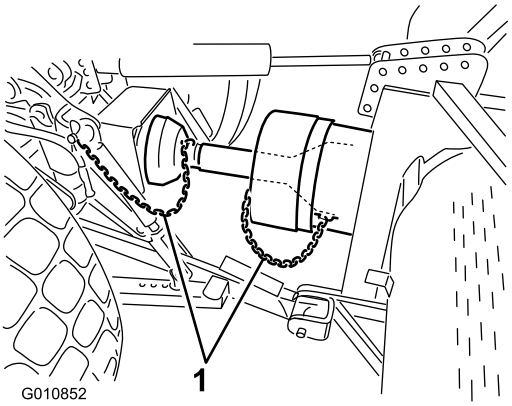

**Rysunek 22**
6. Podłącz łańcuchy osłony bezpieczeństwa do osłony wałka sprzęgającego oraz wsporników traktora (Rysunek 22). Upewnij się, że łańcuchy nie są napięte po uniesieniu i opuszczeniu aeratora.